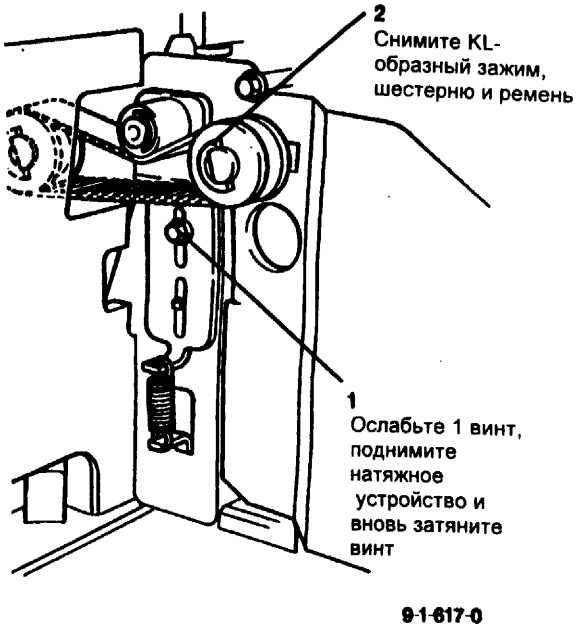

Рис. 3 Отсоединение ремня привода сортера
5. (Рис. 3) Отсоедините ремень привода сортера.
3. (Обратитесь к Рис.3) После установки ремня освободите винт, чтобы отрегулировать натяжение ремня, затем вновь затяните винт.